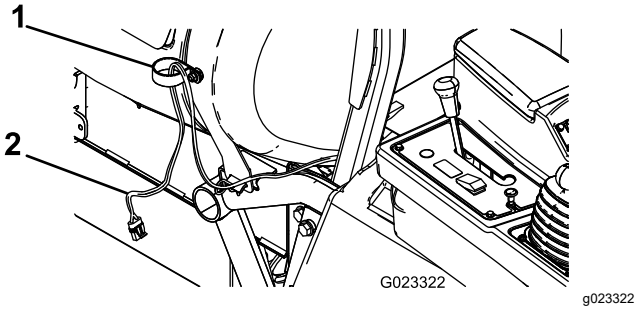

Figura 2
4. Fissare una fascetta fermacavi a R piccola al bullone a testa tonda utilizzando un dado flangiato (⅜"), come illustrato nella Figura 2.
5. Inserire l'estremità del cablaggio dell'avvolgitubo attraverso la fascetta fermacavi a R come illustrato nella Figura 2.